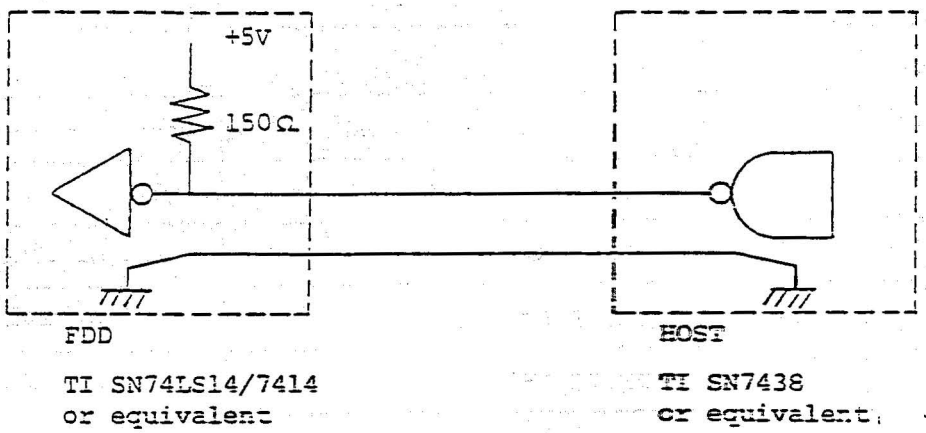

Fig. 3-1 Input
(1) Input circuit See Fig. 3-1